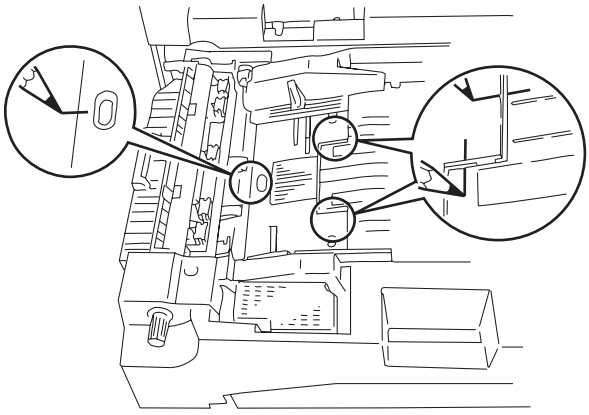

Figure 5-901
1) Mark the position of the side guide plate with a pencil or the like. (See Figure 5-901.)
2) Remove the two mounting screws ①, and disconnect the two connectors; then, remove the side guide plate assembly ②.